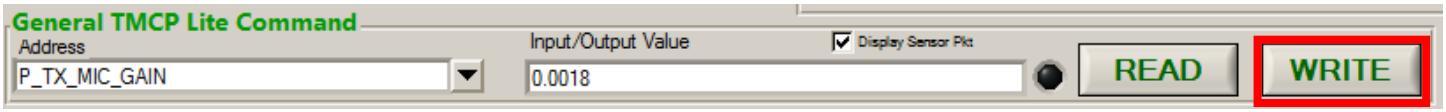

Figure 54 Setting P_TX_MIC_GAIN to P_TX_CURRENT _MIC_GAIN
6) Record value found in the previous step for **P_TX_MIC_GAIN** by setting **P_TX_MIC_GAIN** to the same value as **P_TX_CURRENT_MICGAIN** in step 3 (Figure 54)